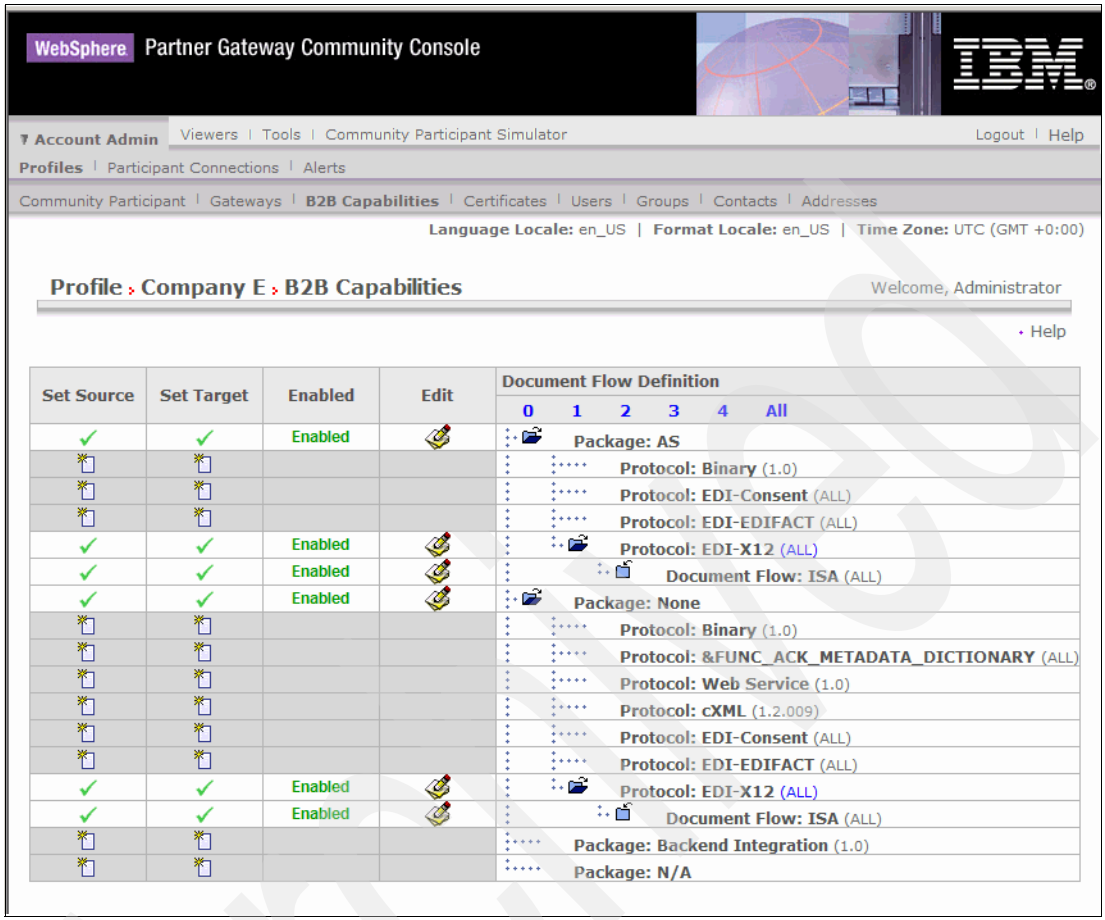

Figure 7-30 Completed B2B capabilities
2. As shown in Figure 7-30 on page 173, complete these tasks:
When you have finished, your display should look similar to the example in Figure 7-30 on page 173.
If you select the edit icon next to **Package: AS**, you can set several AS-related parameters, such as encryption or custom AS2 identifiers. If you set them here as in Figure 7-30, they become the default values for all AS2 connections that involve Company E. However, you can also set them later at the participant connection level, so that the parameters will only apply to that specific Participant pair. We will be configuring it in that manner later as the hubadmin user.